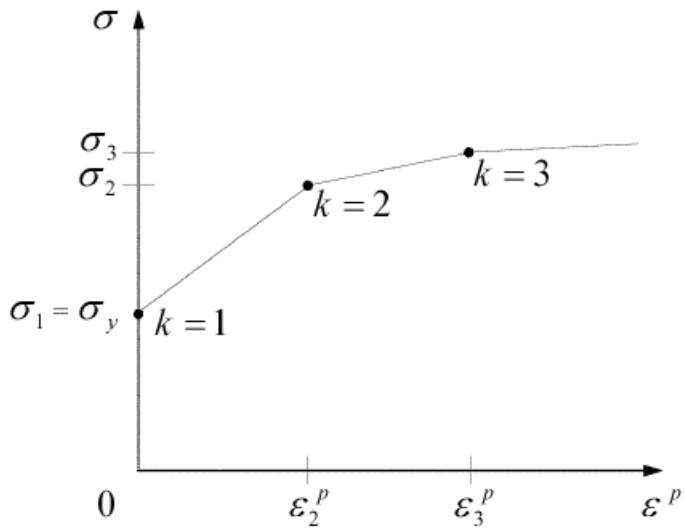

Figure 15-5. Stress vs. plastic strain curve when TID is specified and TYPE = “PLSTRN”
- If TYPE = "PLSTRN", the TID can reference a TABLEST entry and the stress-plastic strain curve must be defined in the first quadrant as indicated in Figure 15-5. The work hardening slope, H_k, is calculated for each successive pair of data points from the following formula: